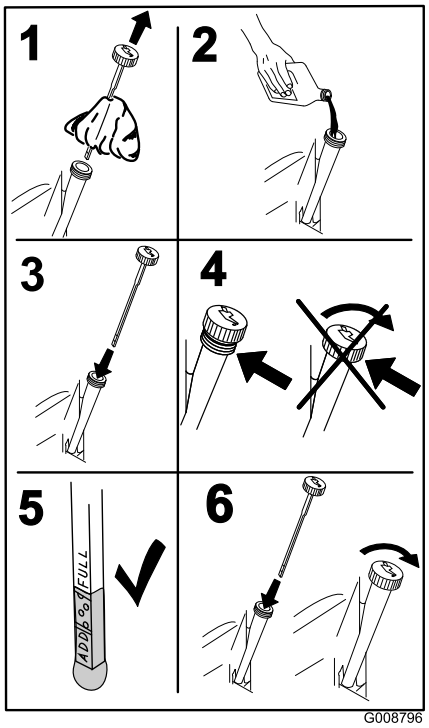

Figuur 46
5. Giet langzaam ongeveer 80% van de gespecificeerde olie in de vulbuis en voeg langzaam de rest van de olie toe tot het peil de markering **Vol** bereikt (Figuur 46).